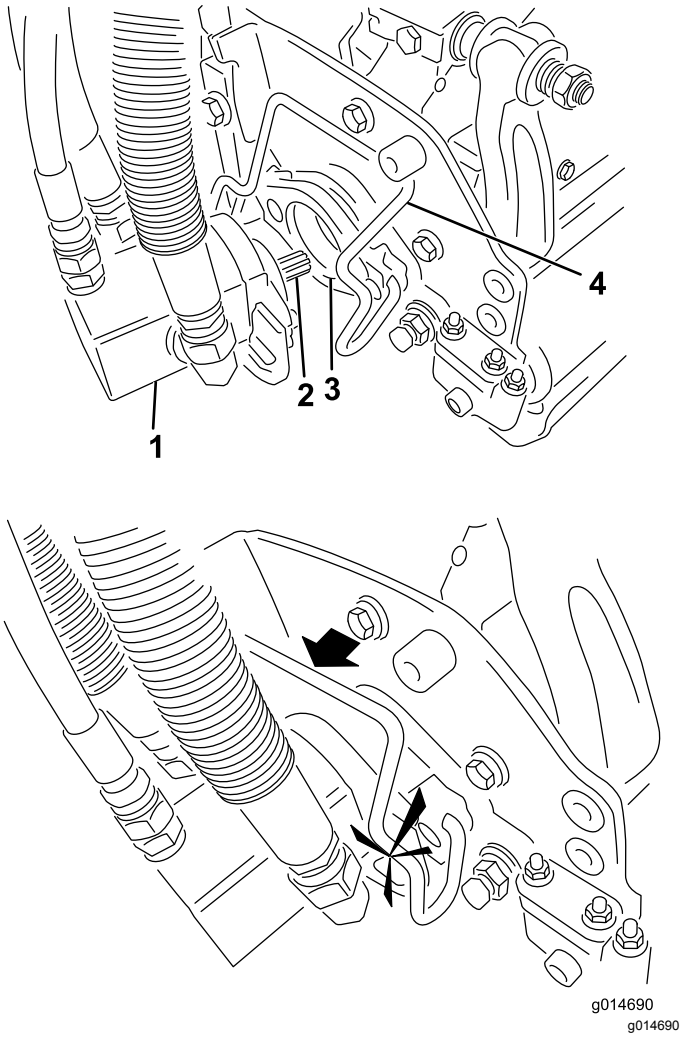

Figuur 48
5. Smeer schoon vet op de sleufas van de motor van het maaidek (Figuur 48).
6. Steek de motor in de linkerkant van het maaidek (gezien vanuit de bestuurdersstoel) en trek de motorbevestigingsstang op het maaidek in de richting van de motor totdat u aan beide kanten een klik hoort (Figuur 48).